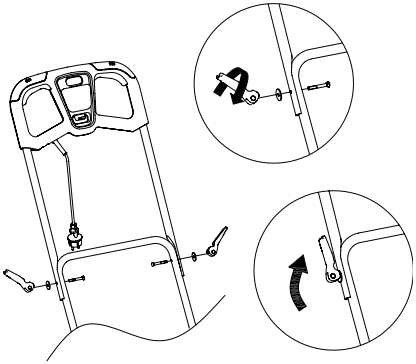

Рис. 6 Установка верхней части рабочей рукоятки
5. Установите верхнюю часть рабочей рукоятки на нижнюю часть с помощью двух фиксаторов (Рис.6).